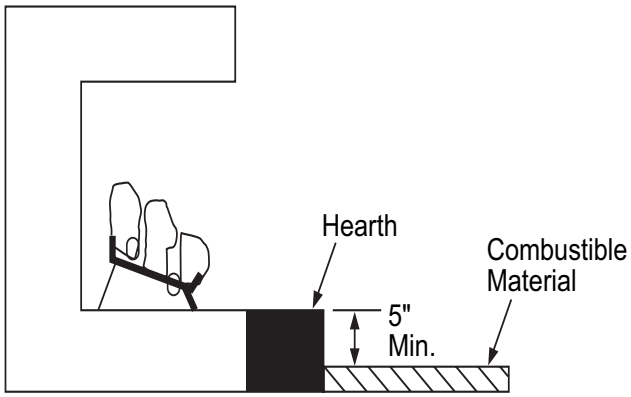

Figure 7 - Minimum Fireplace Clearances Above Combustible Flooring
B. If combustible materials are less than 14" to the fireplace, you must install appliance at least 5" above the combustible flooring *(see **Figure 7**)*.